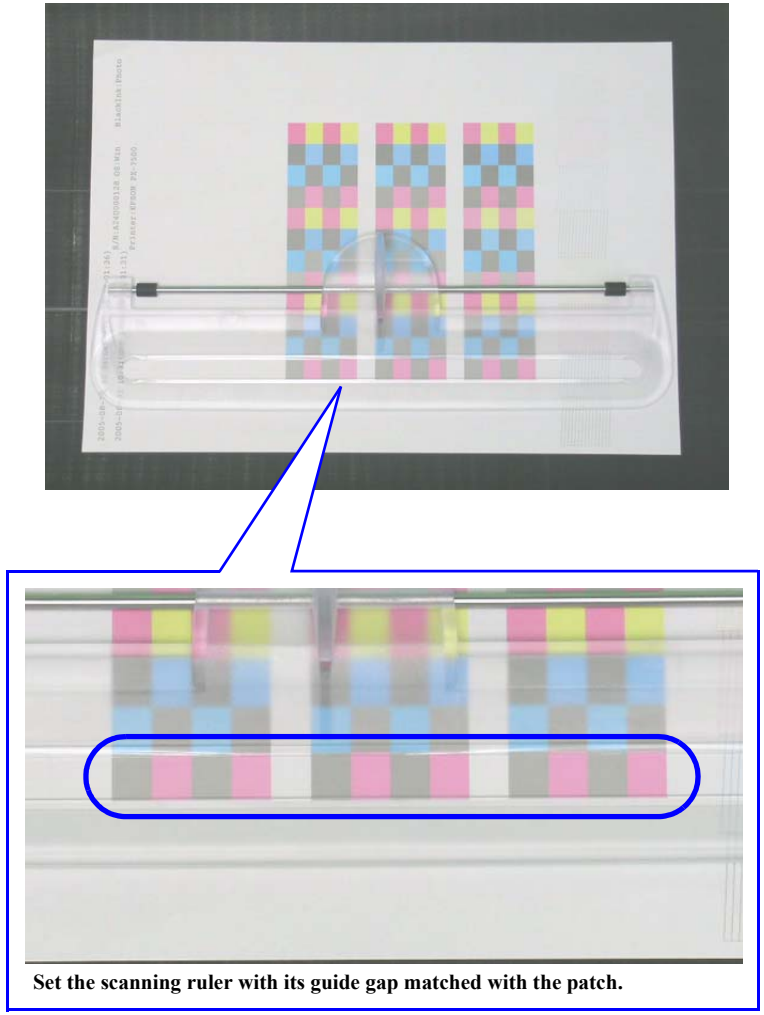

Figure 5-70. Setting the Chart and the Scanning Ruler
19. Refer to Figure 5-70, lay the chart on the black paper (or sheet) with the upper part of the chart facing left side, and set the scanning ruler onto the bottom most patch line.